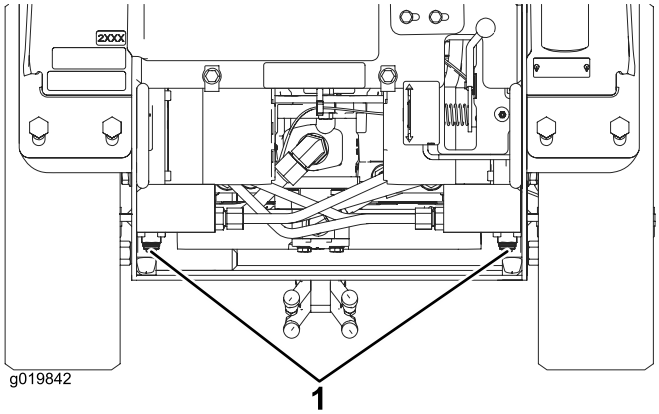

**Figur 20**
3. Använd en skruvnyckel och vrid bogserventilerna på hydraulmotorerna två varv motsols (Figur 20).